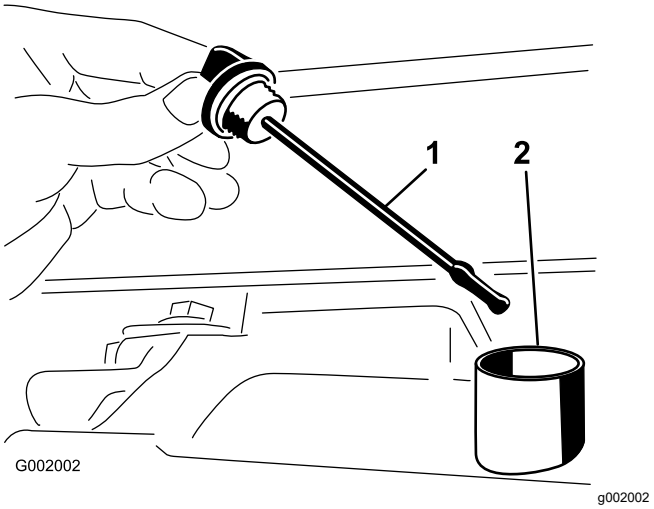

Figura 55
2. Retire la varilla del transeje y límpiela con un paño limpio (Figura 55).